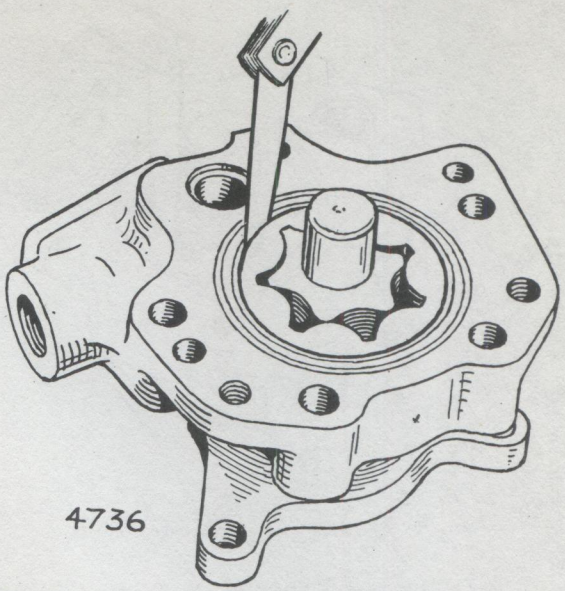

Fig. 11. *Checking clearance between driven rotor and insert*
4. Check the clearance between the outside diameter of the driven rotor and the insert in the pump body. If the clearance exceeds ·006″ (·15 mm.), replace the pump body and rotor assembly. See Fig. 11. If all the clearances are within the specifications, remove the rotors, shaft and bearing from the pump body.